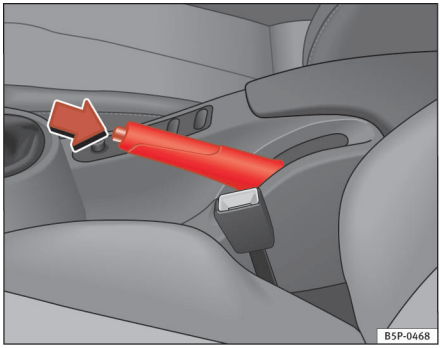

Fig. 127 Håndbremsen mellem forsæderne
– Træk håndbremsearmen helt op ⇒ fig. 127.
– Træk håndbremsearmen et stykke opad, tryk låseknappen i pilens retning ⇒ side 161, fig. 127, og før håndbremsearmen helt ned⇒ ⚠.